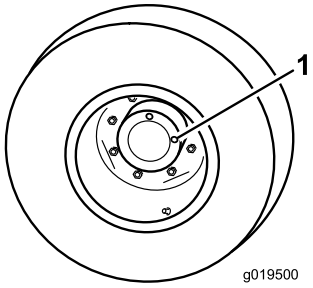

Bild 63
1. Wenn die Maschine auf einer ebenen Fläche steht, positionieren Sie das Rad so, dass eine Prüfschraube (Bild 63) auf 12 Uhr und die andere auf 3 Uhr steht.
1. Prüfschraube (2)
2. Entfernen Sie die Schraube, die auf 3 Uhr steht (Bild 63). Der Ölstand sollte an der Unterkante des Prüfschraubenlochs liegen.